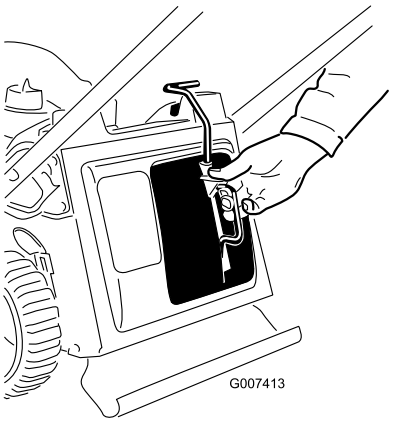

Bild 8
2. Drücken Sie die Taste am Hebel mit dem Daumen und setzen Sie den Mulchverschluss ganz in die Öffnung ein (Bild 8).